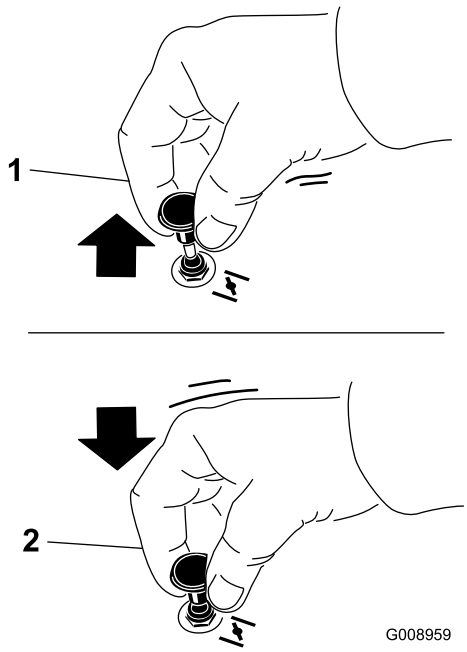

Figure 11
2. Pull up on the choke knob to engage the choke before using the ignition switch (Figure 11).
3. Push down on the choke to disengage the choke after the engine has started (Figure 11).